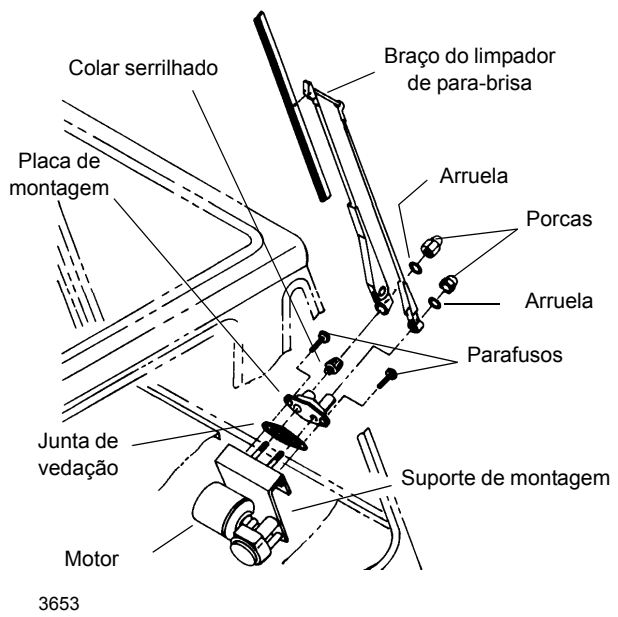

FIGURA 3-10
2. Conecte o motor do limpador ao suporte do motor com os parafusos e as arruelas (consulte a Figura 3-10). Conecte o eixo do motor do limpador à alavanca do kit do motor do limpador com a porca e a arruela.